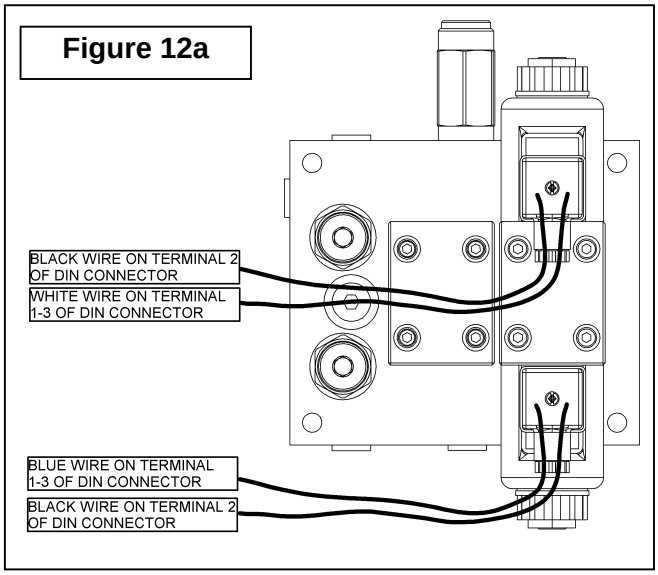
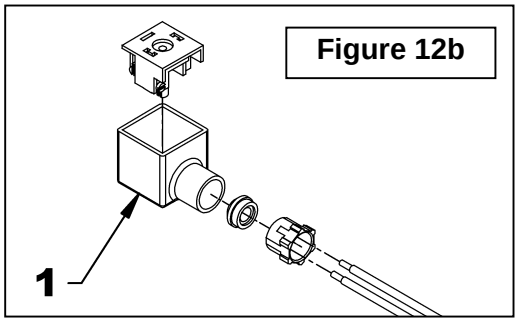

Figure 12a
Figure 12b
13. **Figures 12a-12b:** Disassemble the DIN connectors (Fig. 12b, item 1) and connect the 160" harness wires as illustrated on Figure 12a. When connecting the wires, make sure to position the terminal board in the proper direction in the block so the wires point down once installed on the valve.